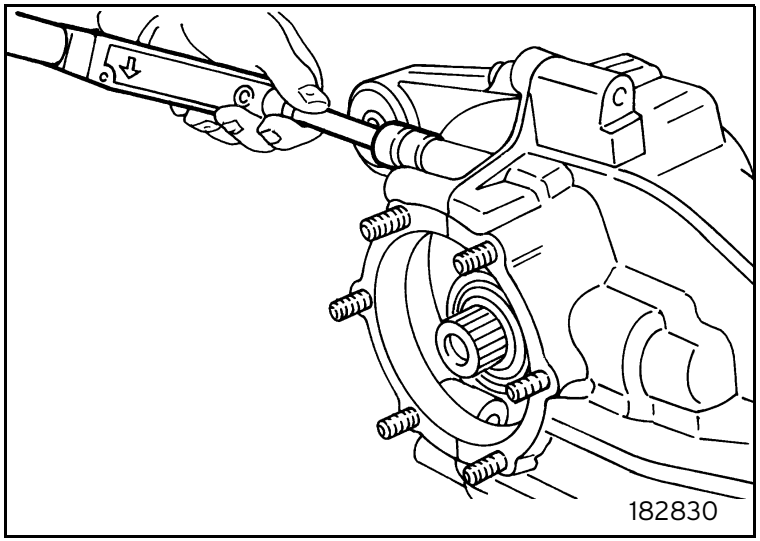

Fig. 30
- Fit the differential carrier cover, lubricate with Molycote 1000 and fasten the nuts at the specified tightening torque (figure 30):